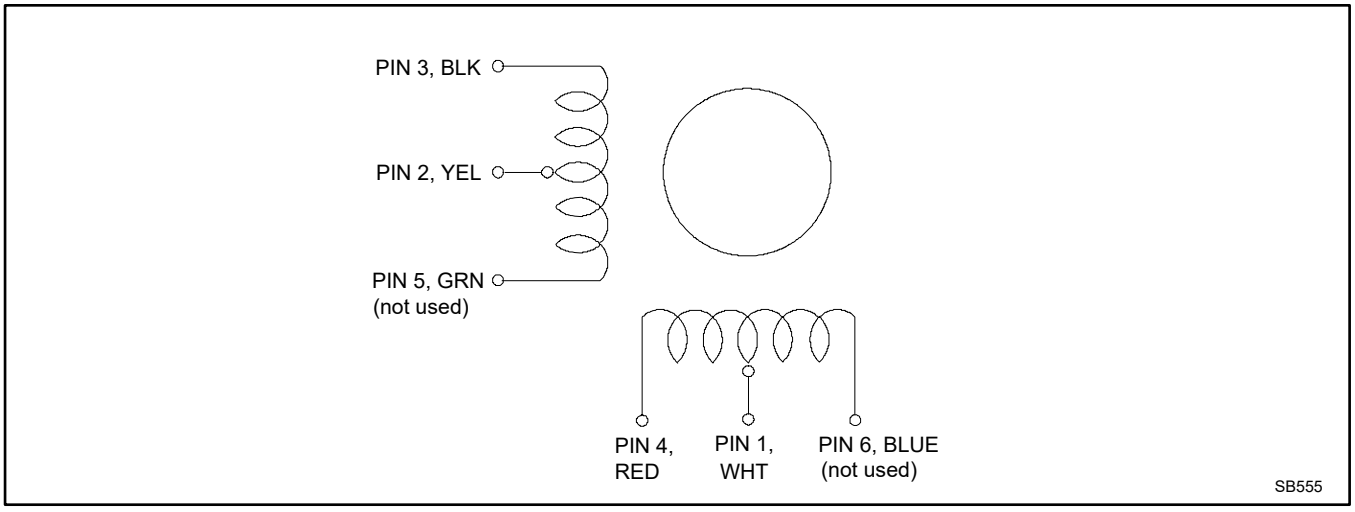

Figure 76 Actuator Coil Group
10. Check the stepper motor coil resistance across pins 2 and 3 and across pins 1 and 4. Only two stepper motor leads of each coil group are used (BLK-YEL and RED-WHT). See Figure 76. The resistance per half coil is 38.5 ohms. If one of the coils has a significantly higher resistance or is shorted, replace the stepper motor.